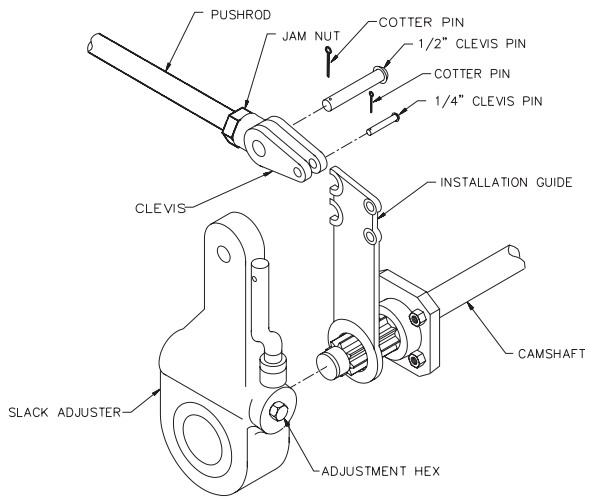

Figure 4-14 Slack Adjuster
4. Disconnect the slack adjuster from the connecting rod by removing the clevis pin **(See Figure 4-14)**.
4. Remount the brake chamber on the axle brackets and reconnect the air service hoses and the slack adjuster connecting rod **(See Figure 4-14).**
a. Operational Check (See Figure 4-14)
b. Replacing Slack Adjuster (See Figure 4-14)